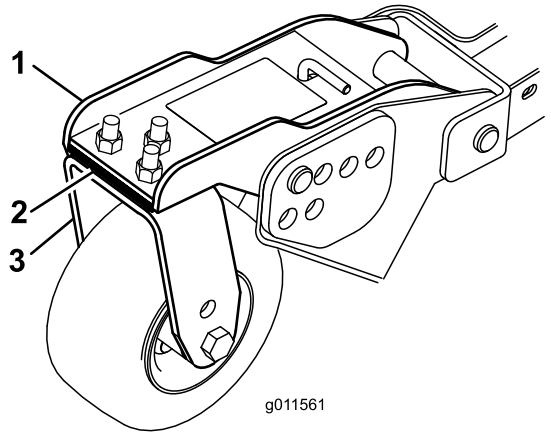

Figur 27
3. Juster afstandsstykkerne (3 mm) på den/de forreste styrehjulsarm/styrehjulsarme, så de afpasses efter klippehøjdemærkaten (Figur 27).